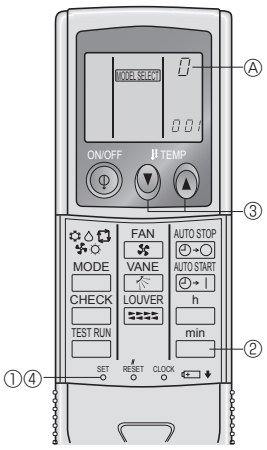

Fig. 6-4
4)Assigning a remote controller to each unit (Fig. 6-4)